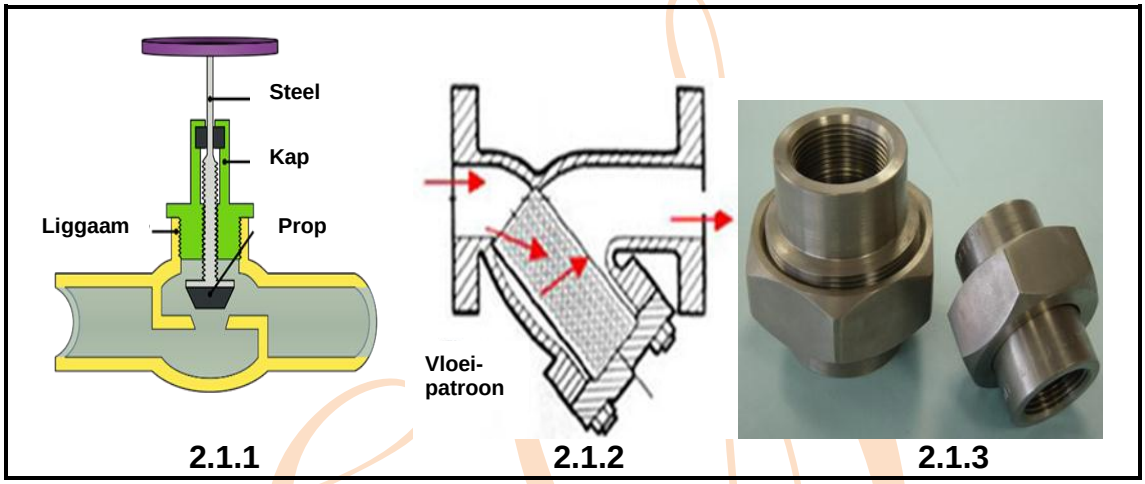

FIGUUR 2
2.1 FIGUUR 2 hier onder dui drie komponente aan, X, Y en Z, wat algemeen in 'n pypstelsel aangetref word.